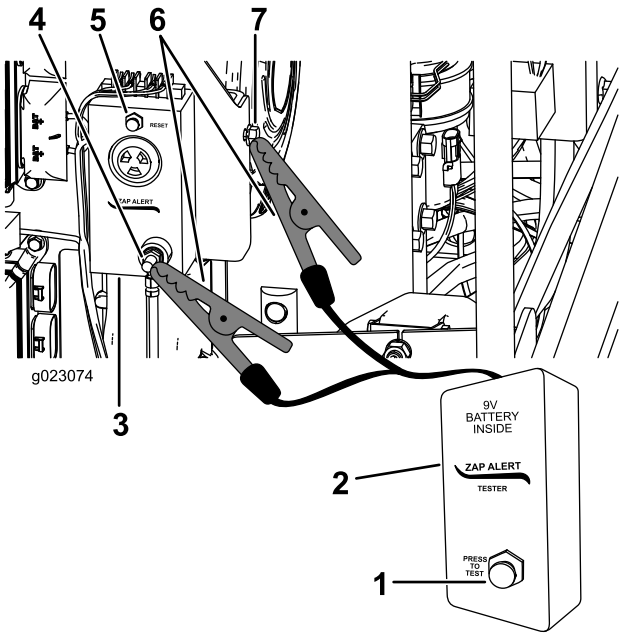

Figure 62
3. Connectez une pince crocodile du testeur Zap-Alert au goujon de mise à la terre du système Zap-Alert (Figure 62).
5. Appuyez sur le bouton de test sur le testeur Zap-Alert (Figure 62).
6. Appuyez sur le bouton de réarmement Zap-Alert pour arrêter l'alarme (Figure 62).